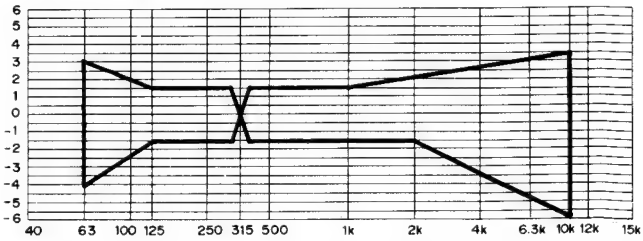

Fig. 8-5. Zone de réponse en fréquence de lecture admissible
• Changer les bandes d'essai et les réglages du sélecteur de bande et du commutateur Dolby NR pour satisfaire aux zones de réponse en fréquence indiquées sur les Figs. 8-5. et 8-6.